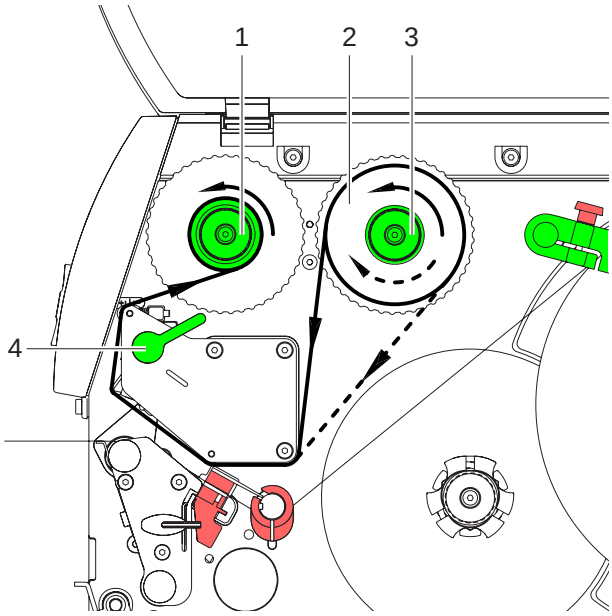

Rys. 10: Przesuw folii transferowej
2. Aby unieść głowicę, należy obrócić dźwignię (4) w kierunku przeciwnym do ruchu wskazówek zegara.
3. Folię transferową (2) przesuwać na nawijarkę (3) aż do oporu w taki sposób, by warstwa kolorowa folii przy odwijaniu wskazywała w dół. Kierunek obrotów rozwijarki (3) jest dowolny.
4. Przytrzymać folię transferową (2) i obracać gałką obrotową przy rozwijarce w kierunku przeciwnym do wskazówek zegara, aż do zamocowania folii.
5. Wsunąć odpowiedni rdzeń folii transferowej na nawijarkę (1) i zamocować w ten sam sposób.
6. Poprowadzić folię transferową przez jednostkę drukującą, jak pokazano na rys. 10.
7. Początek folii transferowej przymocować taśmą klejącą do rdzenia (1). Zwrócić przy tym uwagę na kierunek obrotów nawijarki folii transferowej, przeciwny do ruchu wskazówek zegara.
8. Obrócić nawijarkę folii transferowej (1) w kierunku przeciwnym do ruchu wskazówek zegara, aby wygładzić folię.
9. Obrócić dźwignię (4) zgodnie z ruchem wskazówek zegara, aby zablokować głowicę drukującą.
1. Aby unieść głowicę, należy obrócić dźwignię (4, rys. 10) w kierunku przeciwnym do ruchu wskazówek zegara.